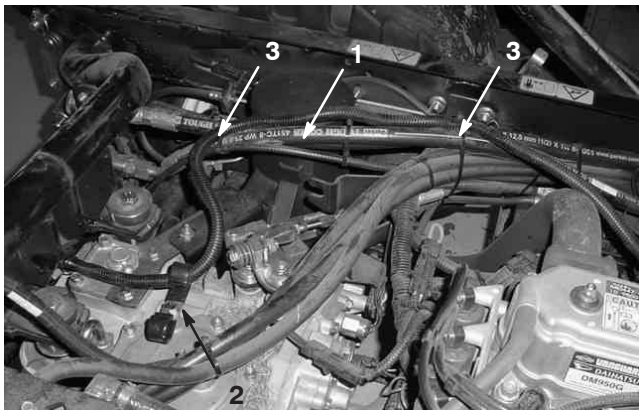

Bild 5
1. Verlegen Sie das Ringterminal am Stromkabelbaum zur Batterie der Zugmaschine (Bild 5 & 7).
3. Befestigen Sie den Kabelbaum an den in Bild 5 angegebenen Stellen mit Drahtbinden an der Zugmaschine.
4. Montieren Sie mit einer 8 mm x 2 Schraube die zwei Hakenclips oben am Getriebe (Bild 5).
5. Verlegen Sie den Kabelbaum durch den linken Hakelclip, siehe Bild 5.